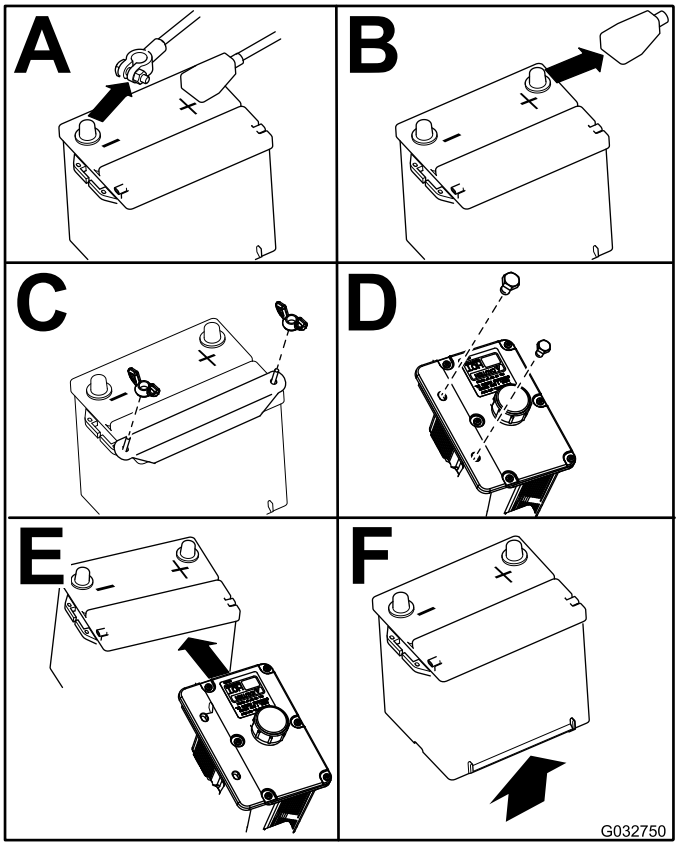

**Figur 53**
4. Fjern batteriet, som vist i Figur 53.